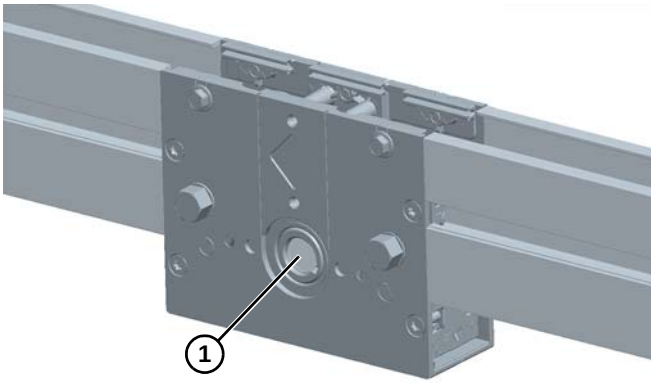

Figure 16
7. Using a punch and hammer, carefully tap the shaft **(Figure 16, item 1)** out of the mid drive assembly.